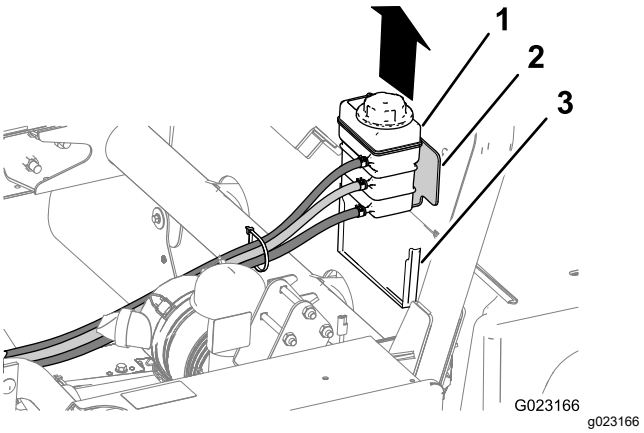

Figur 8
1. Lyft upp kylvätsketanken ur stödfickan på baksidan av säteshöljet (Figur 8).